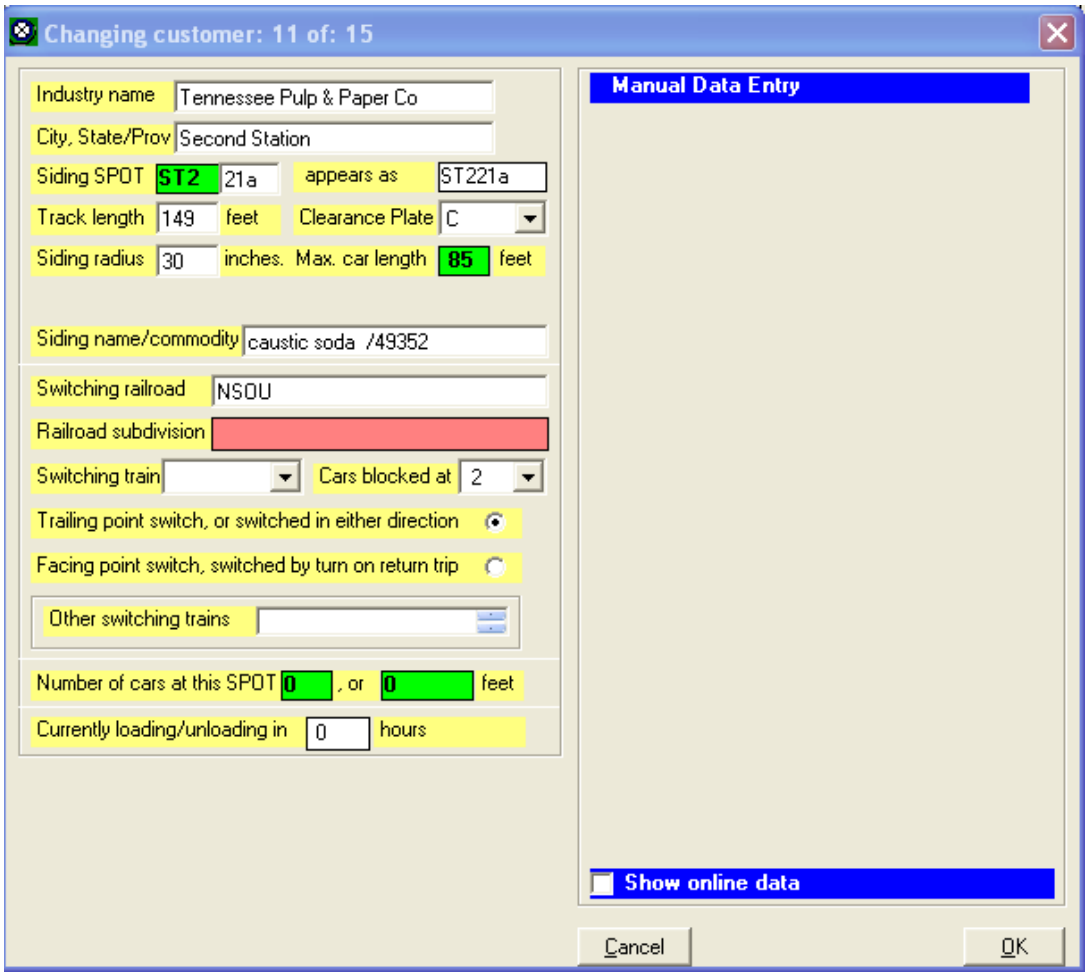

Figure 6-18
2. Double-click on entry 11 which currently shows as "Tennessee Pulp & Paper Co.". We're going to change this to one of our customers. Figure 6-18 shows what the window should look like before we start.